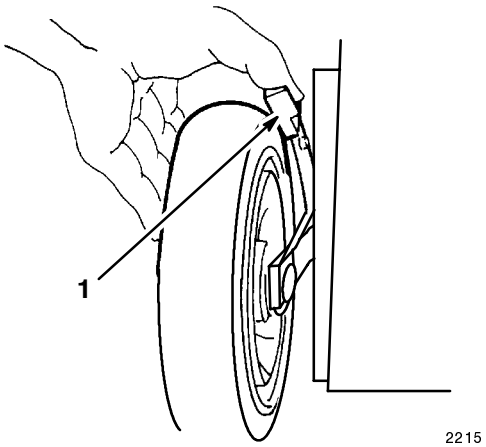

Figure 17
4. Squeeze the adjustment lever toward the wheel and move the lever to the desired setting (Fig. 17). Ensure that the pin on the adjustment lever engages the notch in the lawn mower housing.